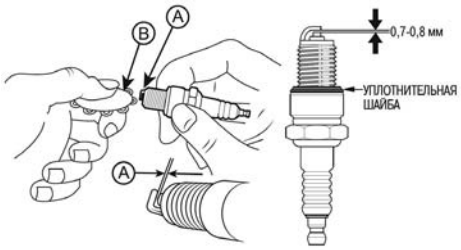

Рис. 18. Проверка зазора между электродами
5. Измерьте зазор А между электродами свечи зажигания специальным щупом В. Зазор должен быть 0,6-0,7 мм (Рис. 18). При увеличении или уменьшении требуемого зазора, рекомендуется заменить свечу, так как регулировка зазора может привести к изменению качества искрообразования.